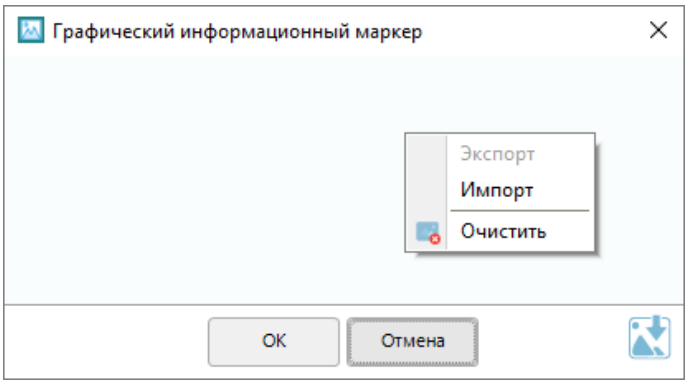

Рисунок 6-478 Контекстное меню окна "Графический информационный маркер"
- кликните правой клавишей мыши в поле отображения графической информации и выберите в контекстном меню (см. Рисунок 6-478) команду «Импорт». Откроется диалоговое окно выбора файла (поддерживаемые форматы – bmp, jpeg, jpg, png).